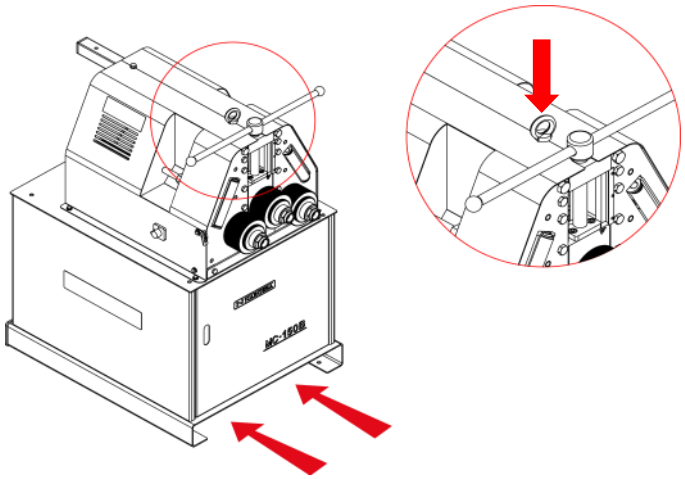

Figura 4. Transporte de la máquina
- Por la parte superior de la máquina, desde el punto de anclaje destinado para tal efecto definido en la figura 4, mediante grúa o carretilla elevadora.